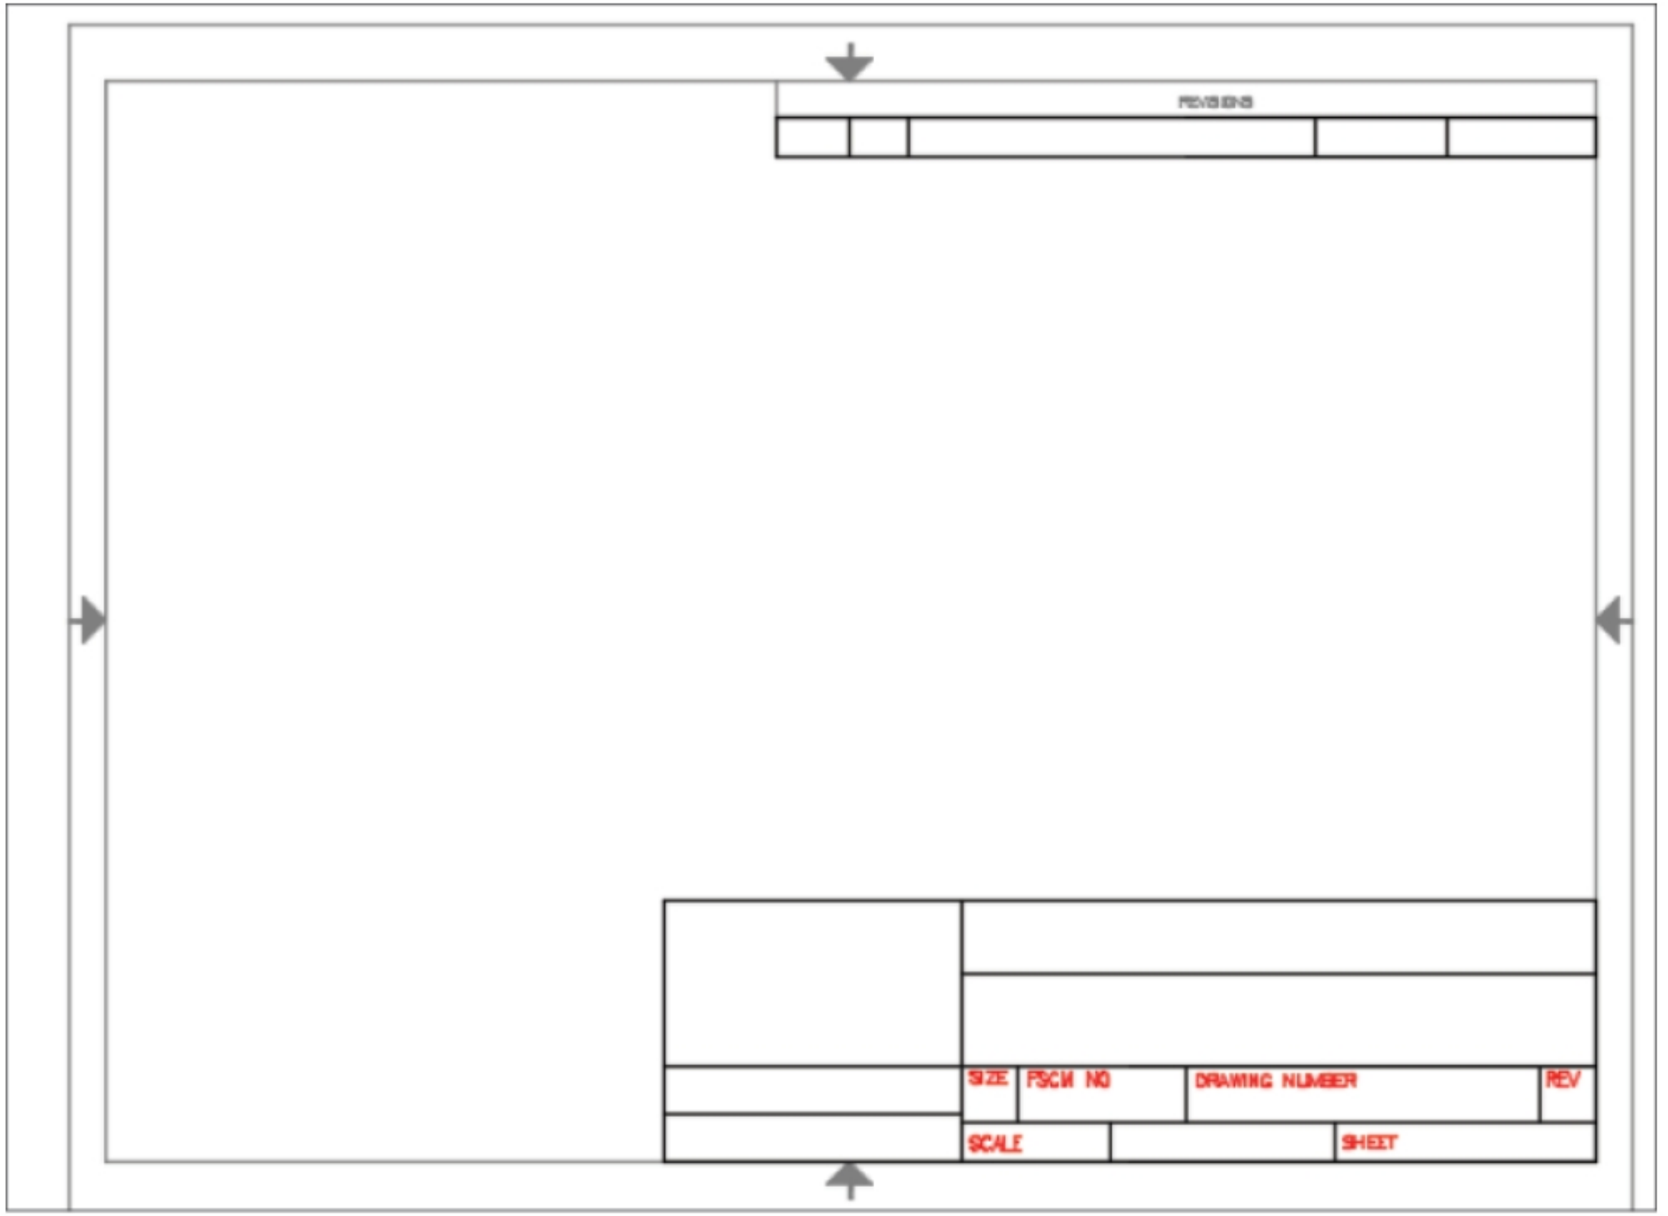

Figure-64. Drawing created
- Click on **Yes** to apply the settings. The drawing will be created; refer to Figure-64.